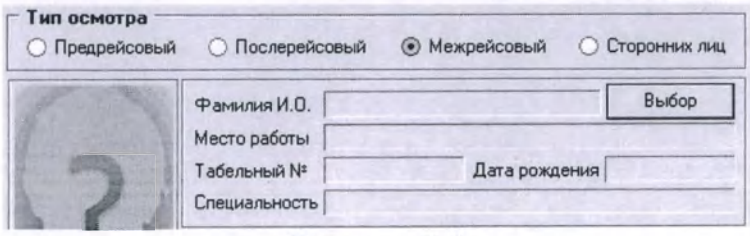

Рисунок 8.4
2.4.6.2 Для проведения межрейсового типа осмотра выберите соответствующий пункт в поле «Тип осмотра» (рисунок 8.4), расположенного в верхнем левом углу формы «Проведение обследования». Проведение обследования, в данном случае осуществляется аналогично предрейсовому осмотру.